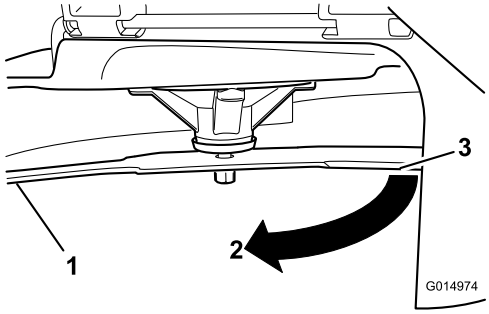

Figuur 52
3. Gemeten afstand tussen mes en de ondergrond (A)
4. Draai hetzelfde mes 180 graden, zodat de andere maairand nu in dezelfde stand staat (Figuur 52).